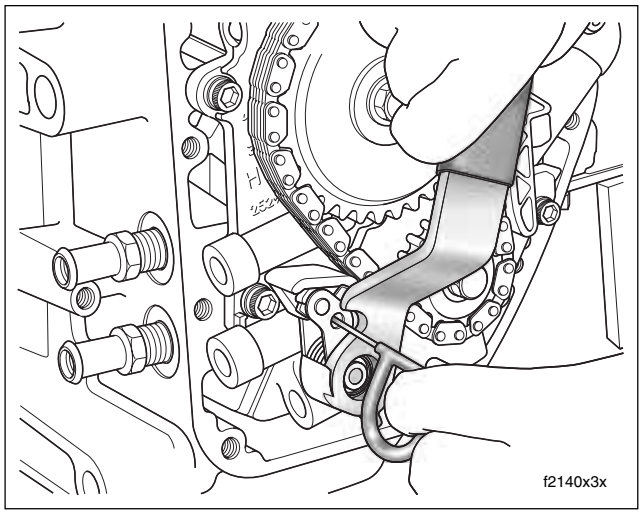

Figure 3-42. Retract Primary Cam Chain Tensioner
a. With the handle pointing toward the front of the cam support plate, place cup of tool over spring coil. Correctly positioned, the slot in the tool should be adjacent to the hole in the tensioner. See Figure 3-42.